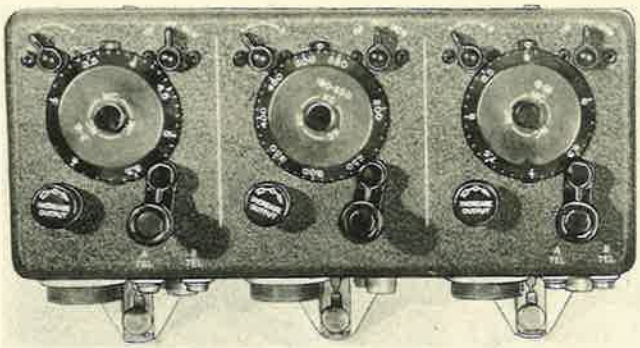

Figure 481—SCR-274-N Receiver Remote Control Unit
4. RADIO CONTROL BOX BC-450-( ).—The receivers are remotely operated by the pilot through the radio control box (figure 481) mounted above and to the left of the pilot's seat. The radio control box is built in three similar sections to control the three re-